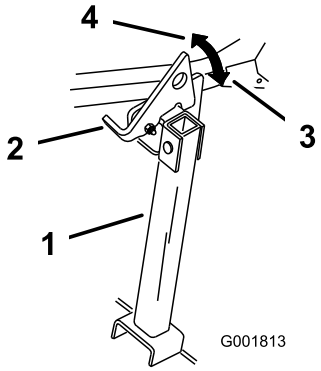

**Figure 41**
2. Relevez le verrou en position déverrouillée (Figure 41).